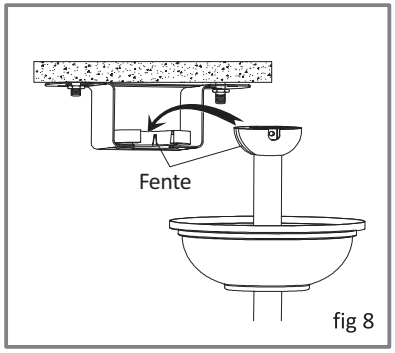

fig 8
1) Soulevez délicatement le ventilateur et monter le support de suspension qui est attaché à la boîte de sortie (fig.8)
2) Assurez-vous que la fente de la balle de la branche s'alignent avec la languette dans le support de suspension.(fig.8)